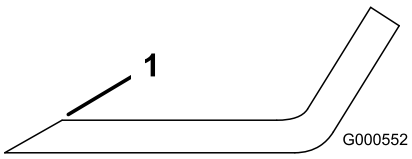

**Figur 55**
1. Bruk en fil til å slipe eggen i begge ender av kniven (Figur 55).
**Merk:** Hvis kniven ikke er i balanse, filer du bort litt av metallet på enden av vingeområdet (Figur 55).